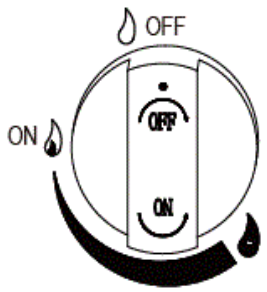

Figura 1
2. La manopola di comando deve trovarsi in posizione “OFF” (Figura 1).